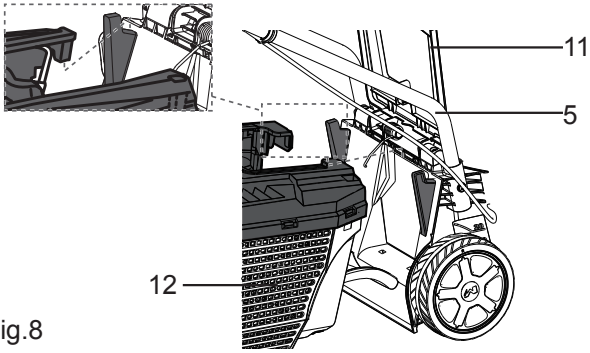

Fig.8
> Antes de encajar el captador de hierba (12) en la cortadora debe asegurarse de que el motor esté apagado y la hoja no esté rotando. El captador de hierba debe fijarse a los dos soportes de la cortadora. Abra el protector deflector (11) con una mano y coloque el captador de hierba con la otra tal y como se muestra (Fig. 8). El protector deflector está sujeto contra el captador de hierba por un resorte.